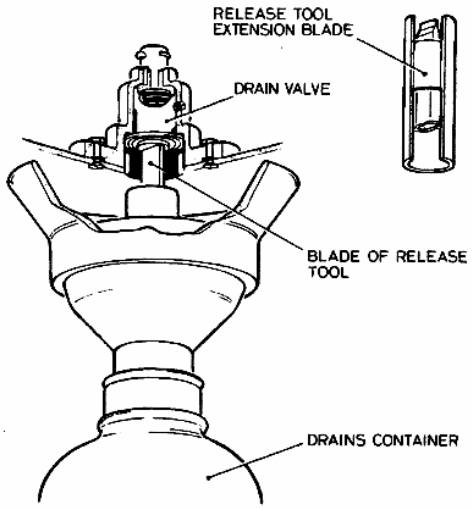

Figure 12
(1) Use a water drain tool (Figure 12), drain all water from tanks before and after refueling.